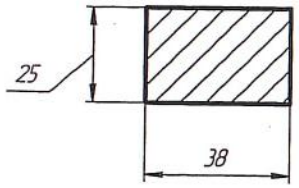
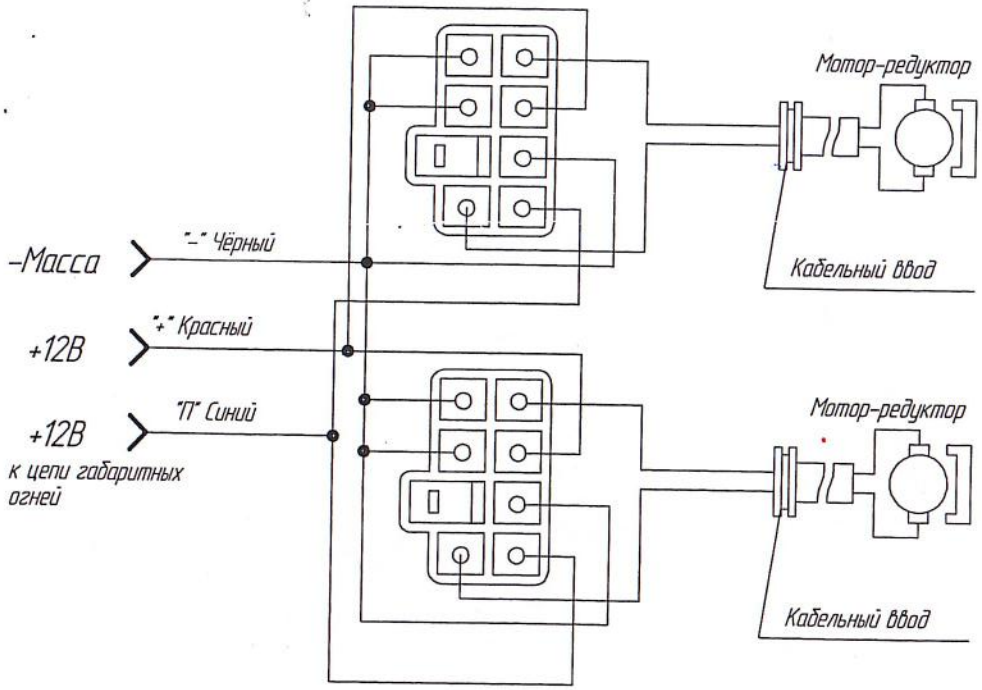

Рис. 2 Разметка отверстия для установки переключателя.
Рис. 3 Схема подключения ЭСП.
6.6 В удобном для водителя месте разметить и вырезать отверстия для установки переключателей (см. рис.2). Протянуть провод по салону от места расположения переключателей до дверей, затем через стойки в полости дверей. Выполнить соединения проводов в соответствии со схемой подключения ЭСП (см. рис.3).